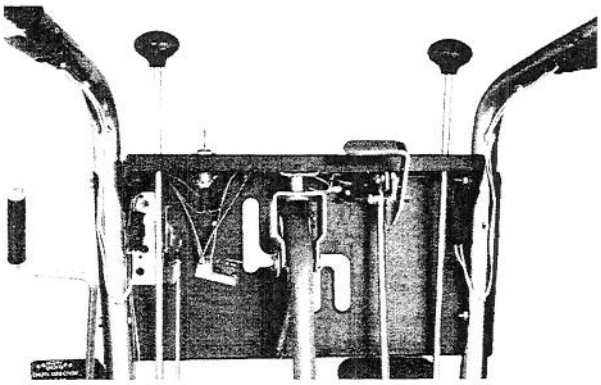

Figure 27
1. Lubricate pivot points in the control linkage with a few drops of oil (Fig. 27). Wipe up any excess oil and grease.